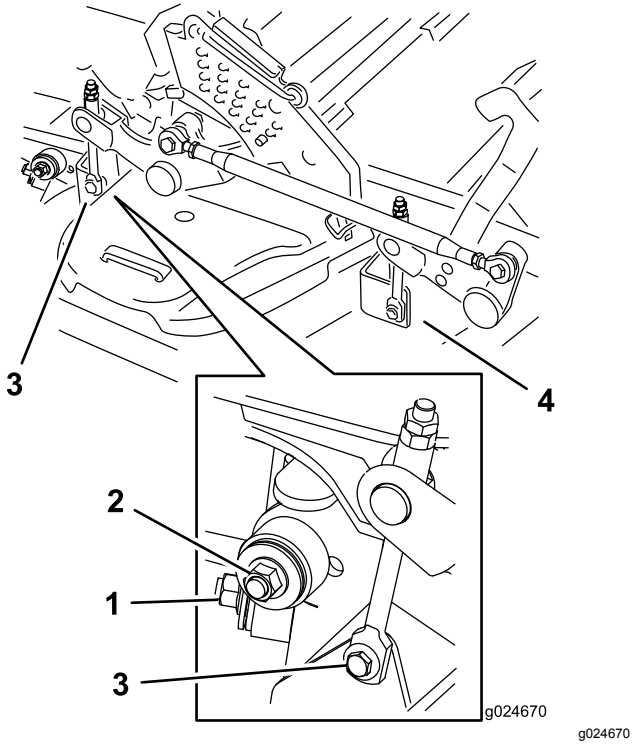

Figur 121
7. Ta bort och håll reda på beslagen på däckets båda sidor enligt Figur 121.